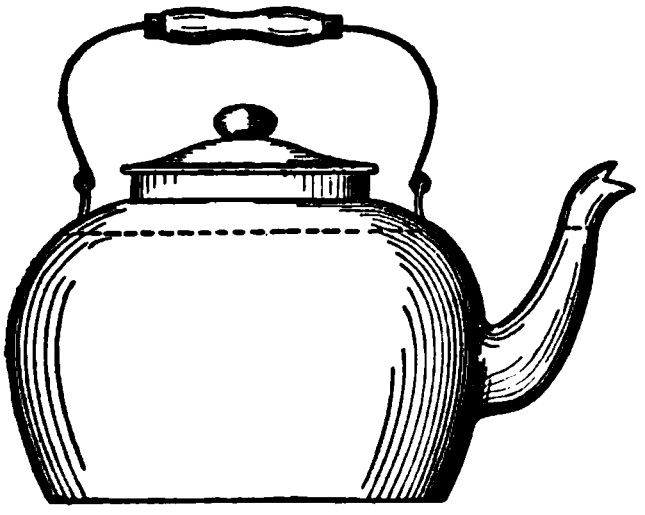

Fig. 67. Water seeks its own level in a teakettle.
61. Levels of liquids in connecting vessels. Probably everyone has observed that water stands at the same level in the spout of a teakettle as in the kettle itself (Fig. 67). That is, **liquids seek their own level**; or, the same liquid in any number of connecting vessels will have its free surface at the same level in each. This is to be expected from the fact that the pressure in a liquid depends upon the depth below the free surface. Thus if any